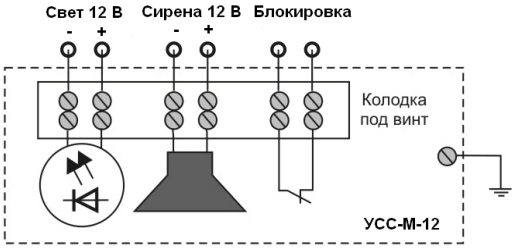

Рис.1 Схема подключения оповещателя УСС-М-12
- подключить оповещатель к прибору, согласно схемы рис.1